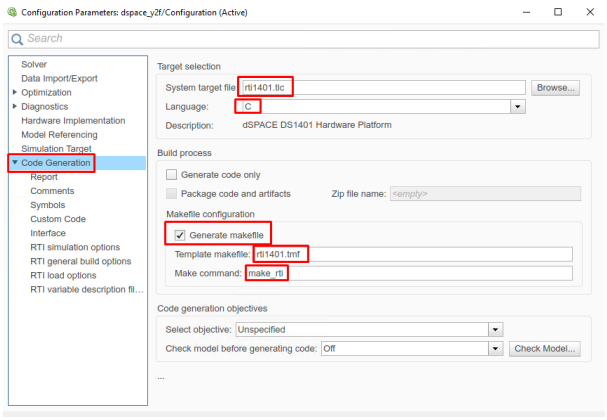

Figure 10.23: Set the Simulink code generation options.
8. (Figure 10.23) In the "Code Generation/RTI general build options" tab, set the options: